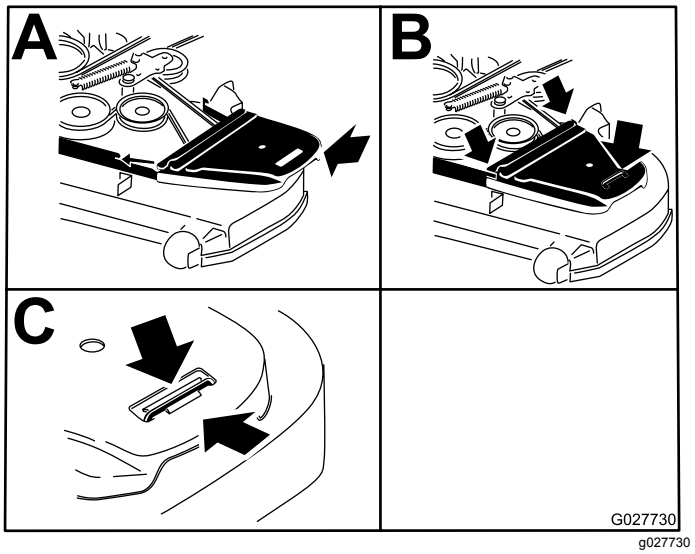

**Figur 85**
14. Sätt tillbaka remkåporna (Figur 85).